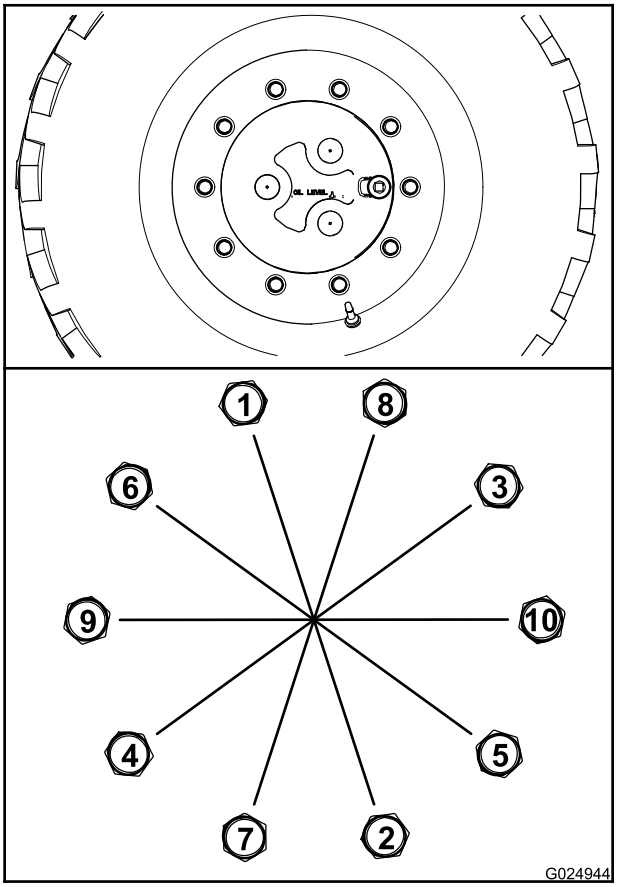

Figura 82
A. Serrate tutti i dadi delle ruote a una coppia di 100 N·m nella sequenza illustrata in Figura 82.
B. Serrate tutti i dadi a una coppia di 200 N·m nella sequenza illustrata in Figura 82.
C. Serrate tutti i dadi a una coppia di 300 N·m nella sequenza illustrata in Figura 82.